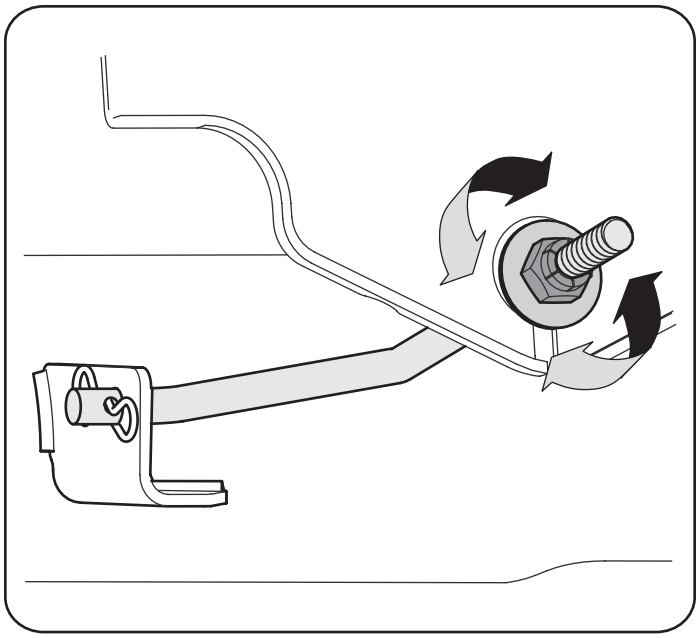

Figura 24
3. Localice la contratuerca y la tuerca de seguridad que se encuentran en la parte delantera de la ménsula estabilizadora. Consulte la Figura 24.